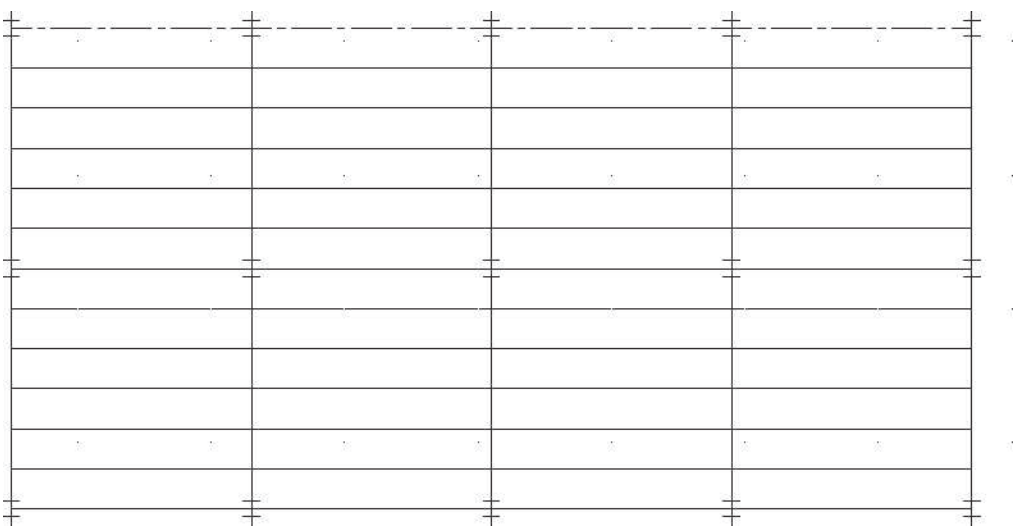

FIGURE 13.28 *Structural display representation of beams and columns*
23. Choose **Top View** from the **View** Cube. The Structural display representation depicts each beam as a line as shown in Figure 13.28.